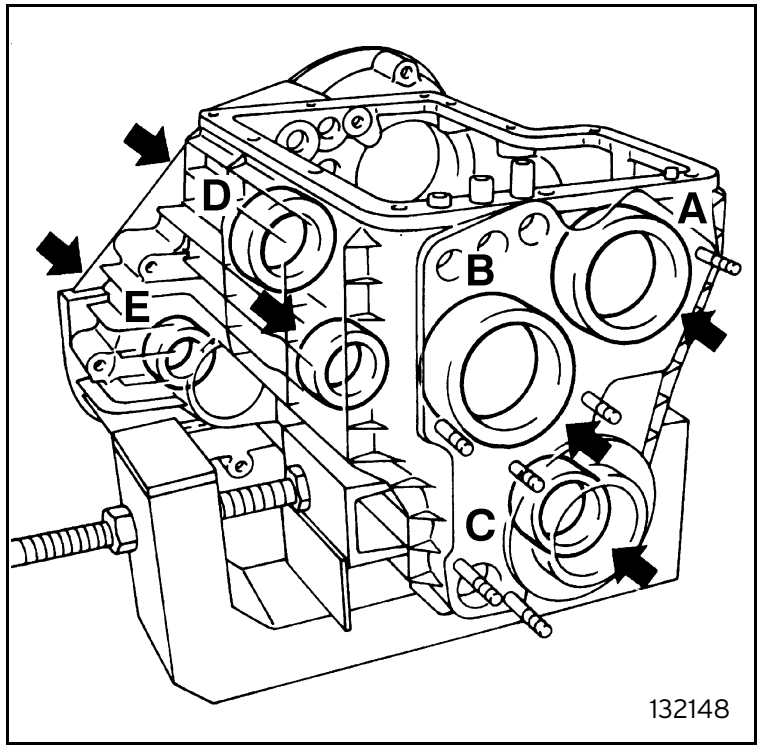

Fig. 49
- fit the gear housing bearings: main shaft oil pump side (A), countershaft oil pump side (B); front propeller shaft oil pump side (C); countershaft clutch side (D), final transmission shaft (E); front propeller shaft clutch side (F) (figure 49);